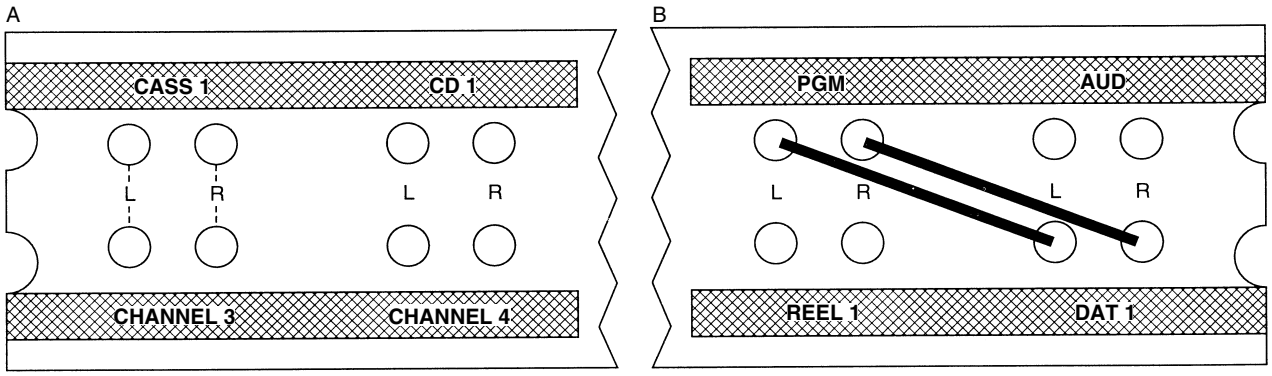

FIGURE 8.10 A portion of a patch panel that is "normalled" (A) and a portion of a patch panel that has been "patched" (B).
Figure 8.10 shows a portion of a patch bay (A) in which a cassette recorder and CD player are linked to two channels on an audio console. With no patch cord put into the panel, CASS 1 is linked to Channel 3 and CD 1 is linked to Channel 4. In patch panels, the top row is internally wired to the bottom row, and the audio signal flows in that manner. When it is unpatched like this, it's known as a "normalled" condition. Figure 8.10 shows another portion of a patch panel (B) that links the output of the audio console to audio recorders. When normalled, the PGM (program) output goes to REEL 1, and the AUD (audition) output goes to DAT 1. The PGM signal could be sent to DAT 1 (as shown) by putting a patch cord from the PGM position on the top row to the DAT 1 position on the bottom row. Now the signal flow has been changed, and that's the purpose of a patch panel—to allow flexibility in configuring the production studio. In this way the audio signals